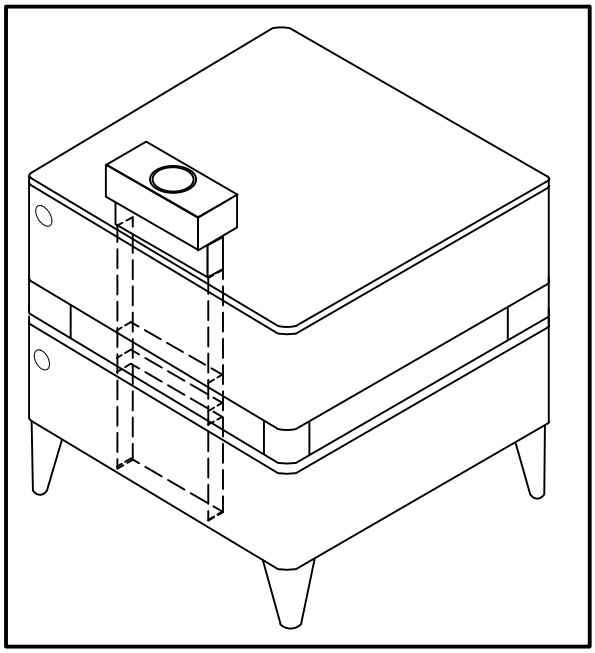

Figure 10
6. Enlever la bande et diapositive la connection de tuyau en la position sur le col de la section du bas. Voir Figure 10.